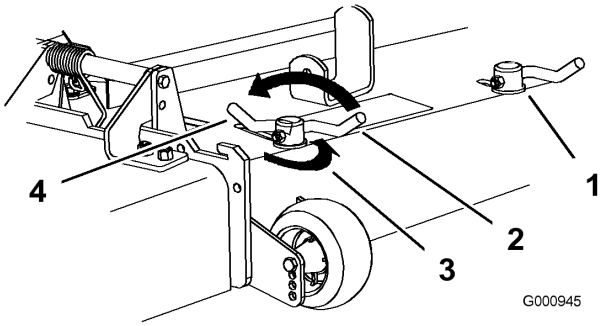

Figure 20
3. Pour régler les verrous à came, soulevez le levier pour desserrer le verrou (Figure 20).
5. Repoussez le levier à sa position d'origine pour serrer le déflecteur et les verrous (Figure 20).